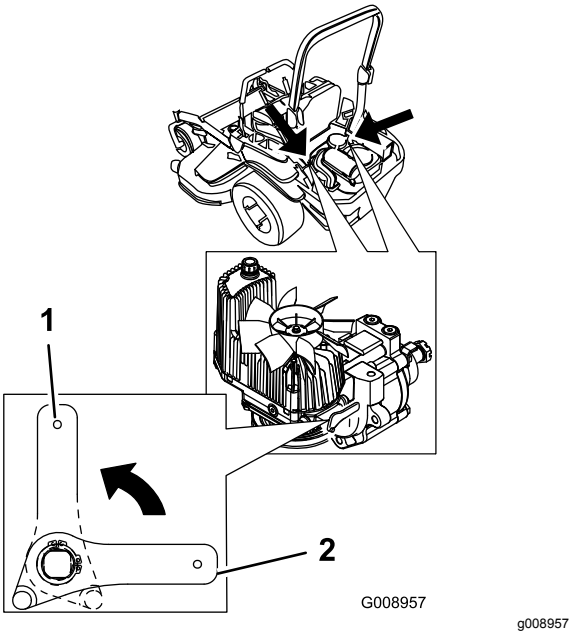

Figuur 35
2. Draai de vrijgavehendels verticaal om de machine te duwen (Figuur 35).
4. Draai de vrijgavehendels horizontaal om de machine te gebruiken (Figuur 35).